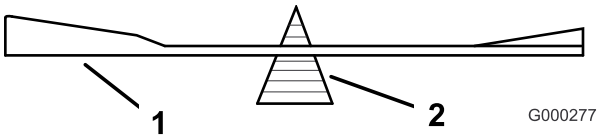
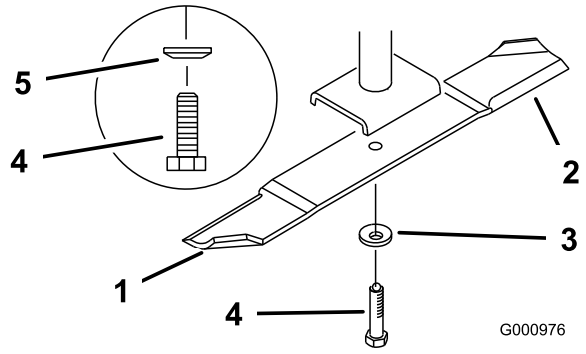

Figur 80
Figur 81
2. Ta bort knivbulten, fjäderbrickan och kniven från spindelaxeln (Figur 81).
2. Kontrollera knivens balans med en knivbalanserare (Figur 80). Om kniven stannar kvar i ett horisontellt läge är den i balans och kan användas. Om kniven inte är balanserad kan du fila bort lite metall från knivens segeldel (Figur 81). Upprepa proceduren tills kniven är balanserad.
1. Montera kniven på spindelaxeln (Figur 81).
2. Montera fjäderbrickan och knivbulten. Fjäderskivans kon måste monteras mot bultens huvud (Figur 81). Dra åt knivbulten till 115–149 Nm.